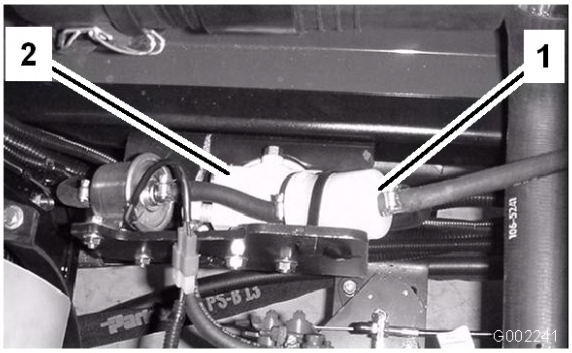

Figur 44
4. Løsn slangeklemmerne, og før dem væk fra filteret (Figur 44).